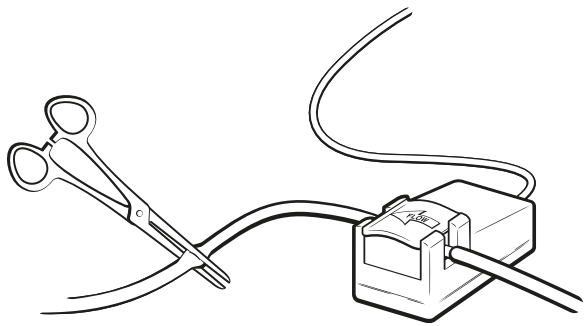

Abbildung 4-10. Abklemmen der durch den Flussmessumformer laufenden Schlauchleitung
1. Legen Sie distal des Flussmessumformers eine Schlauchklemme an, damit keine Flüssigkeit durch den Flussmessumformer fließt (siehe Abbildung 4-10).